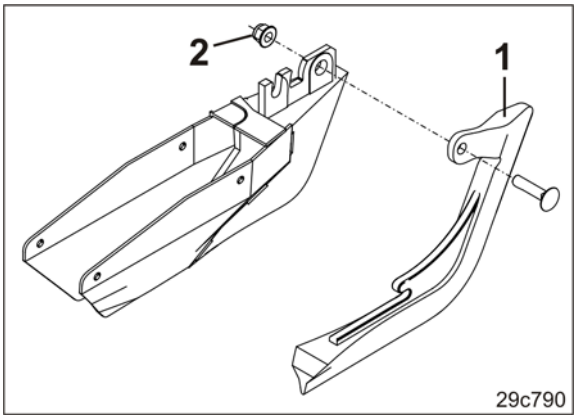

Fig. 230
4. Mutter (Fig. 230/2) lösen und die Classic-Säscharspitze (Fig. 230/1) austauschen.